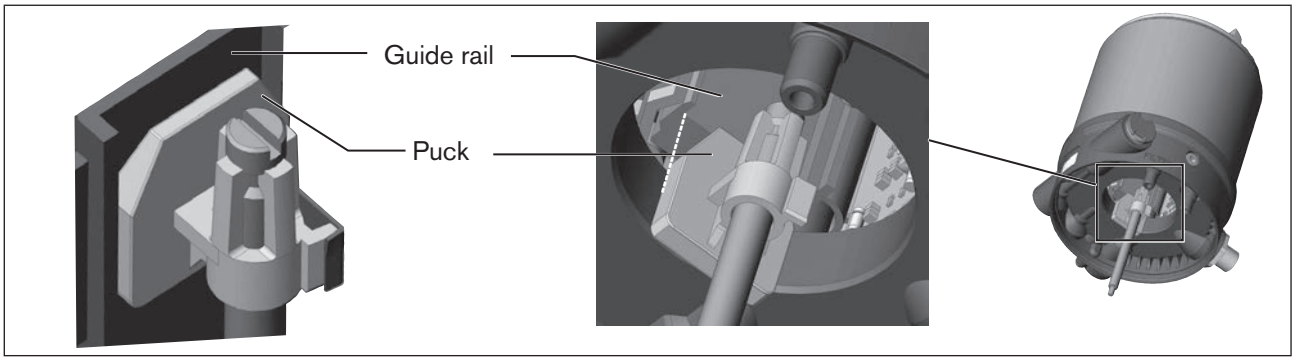

Figure 22: Aligning the puck
1. the puck can be inserted into the guide rail of the positioner (see "Figure 22")